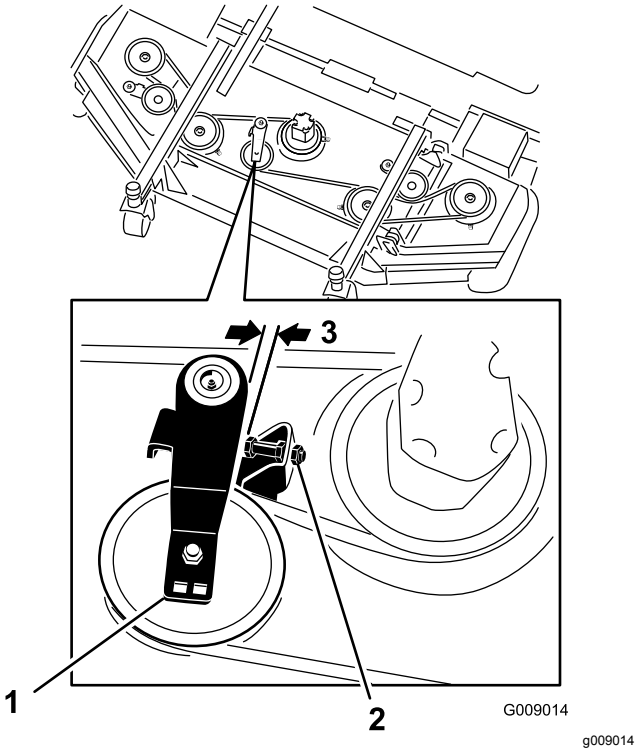

Figur 114
3. Lossa kontramuttrarna på mellanremskivans stoppskruv på mitten av det främre däcket, och skruva in stoppskruven i fästet (Figur 114).
4. Använd en spärrnyckel eller liknande verktyg för att flytta varje vingdäcksremskiva från drivremmen så att remspänningen minskar och remmen kan glida av vingdäcksremskivan (Figur 114).